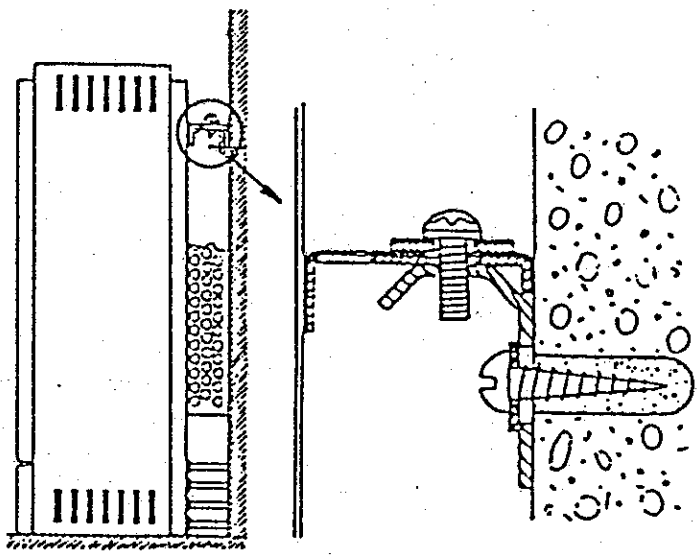

Fig. 10
*Fixer l'appareil aux équerres par son distancier en utilisant les vis métriques et les rondelles à revêtement plastique (fig. 10).*
*Het toestel met zijn afstandsstuk bevestigen op de bevestigingshoeken met gebruikmaking van de metrieke schroeven en de onderlegplaatjes met uit kunststof vervaardigde bekleding (fig. 10).*